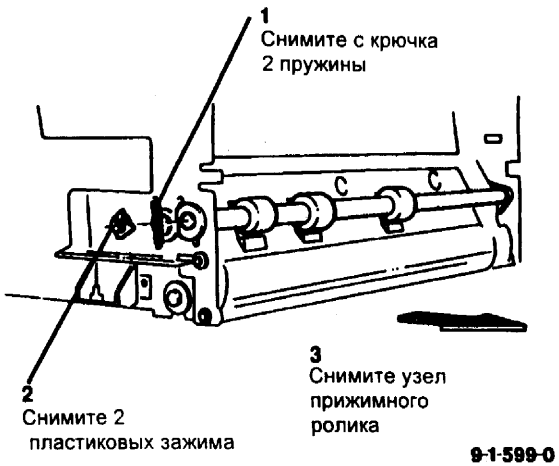

Рис. 2 Снятие внешнего прижимного ролика
3. (Рис. 2) Снимите внешний прижимной ролик регистрации.